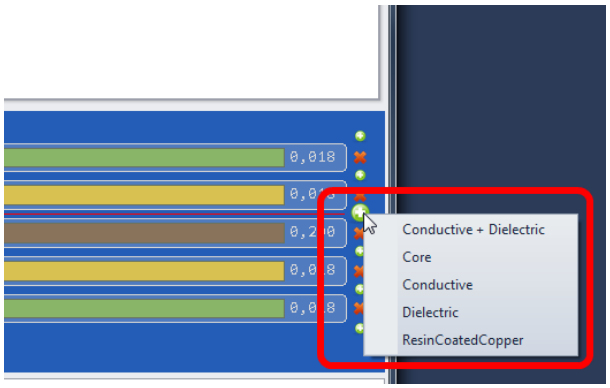

Рис. 665. Выбор типа добавляемого слоя
4. Выбрать тип (группу) добавляемого слоя (слоев), см. Рис. 665.